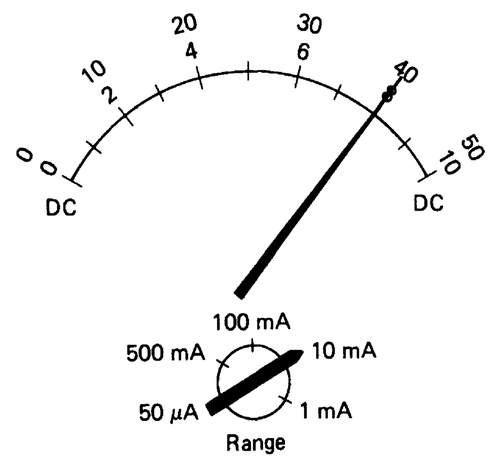

FIGURE 2E-8
9. The current indicated on the analog meter scale of Figure 2E-9 is